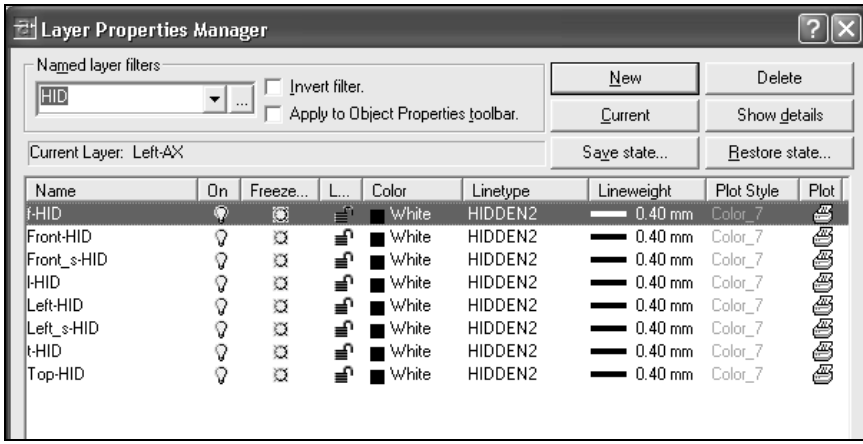

Рис. 10.4. Изменение толщины линий в слоях
16. Нажатием кнопки **OK** назначают в чертеже эту толщину линии и возвращают ДО **Layer Properties Manager** (Диспетчер свойств слоев). Для всех выбранных слоев в столбце **Lineweight** (Толщина линии) установилась толщина линии **0.40 mm** (рис. 10.4).